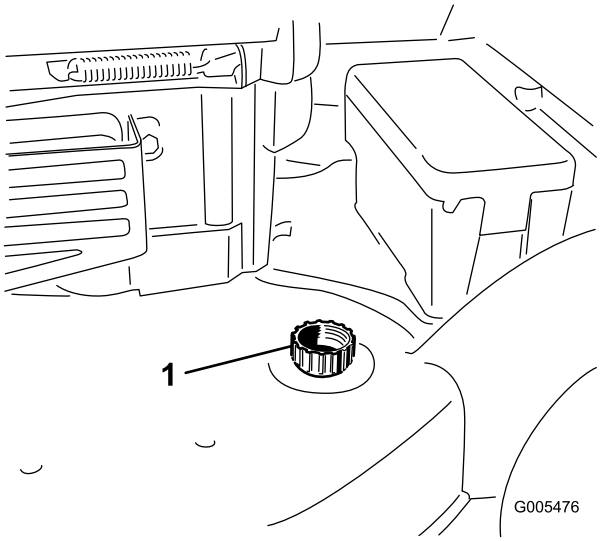

Figur 44
3. Fest en hageslange som er koblet til en vannkran til vanninntaksporten på gressklipperhuset (Figur 44).